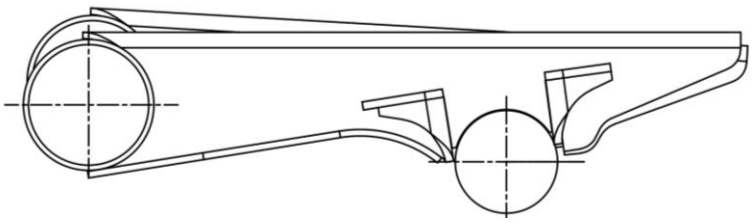

Figura 5. Desfasamiento indeseado de brazos (vista lateral)
6. Los ejes de pivote de cada uno de los brazos, deben ser paralelos (figura 5)